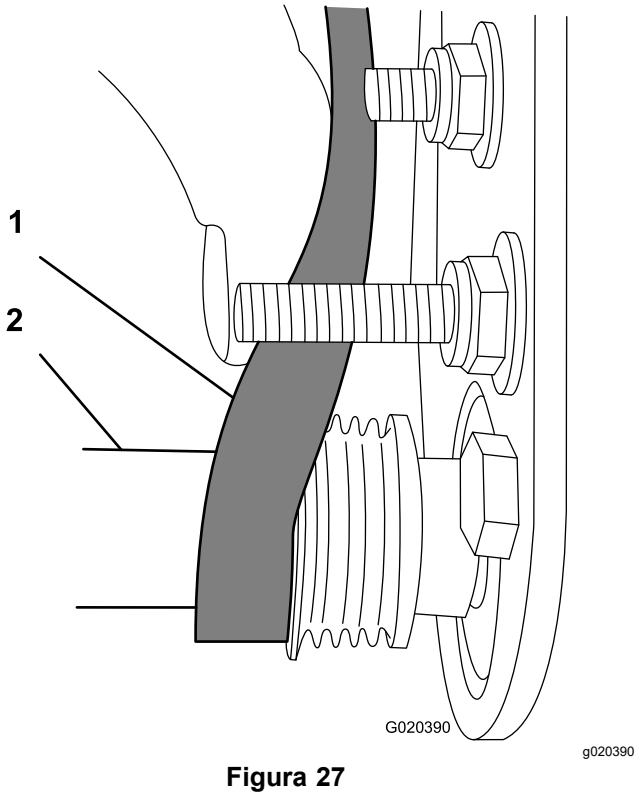

Figura 27
C. Utilizzate una chiave a tubo di profondità (9/16") per ruotare il gruppo spazzola e guidare la cinghia sulla puleggia condotta (Figura 27).